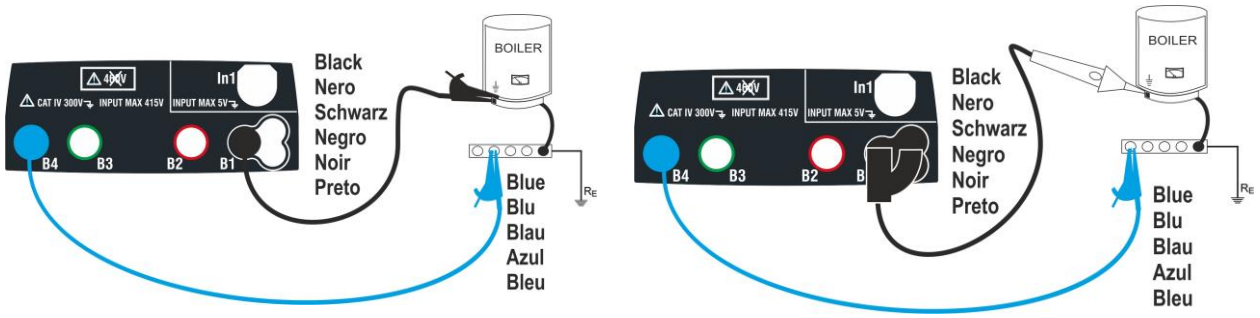

Fig. 6: Prova di continuità tramite cavi singoli e puntale remoto PR400
7. Connettere i coccodrilli e/o i puntali e/o il puntale remoto al conduttore in esame in accordo alla Fig. 6.